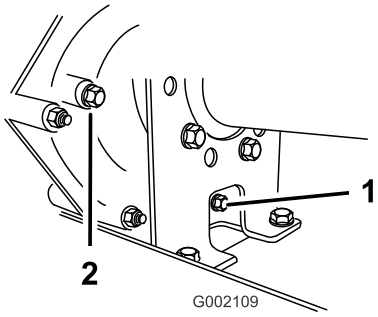
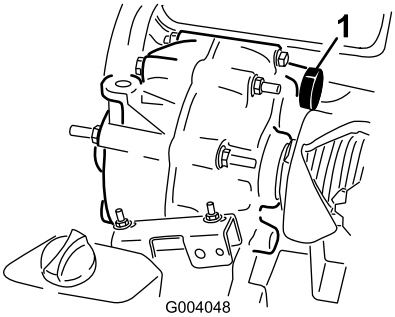

Rysunek 57
Rysunek 58
2. Wytrzyj szmatką do czysta obszar wokół korka wlewu i korka spustowego oleju (Rysunek 57).
4. Odkręć korek wlewu oleju, obracając go w lewo (Rysunek 57).
5. Wykręć korek spustowy, obracając go w lewo (Rysunek 57).
6. Wkręć i dokręć korek spustowy wraz z uszczelką w otwór w obudowie skrzyni biegów (Rysunek 57).
7. Wlej do zbiornika (Rysunek 58) przez otwór wlewu około 1,4 litra oleju podanego w specyfikacji lub wlewaj olej, aż poziom oleju w skrzyni biegów znajdzie się na poziomie dolnej krawędzi gwintu (Rysunek 57).
8. Wkręć i dokręć korek napełniania wraz z uszczelką w otwór wlewu w obudowie skrzyni biegów (Rysunek 57).
10. Sprawdź ponownie poziom oleju i dolej go, jeśli poziom oleju jest poniżej gwintu otworu wlewowego (Rysunek 57).